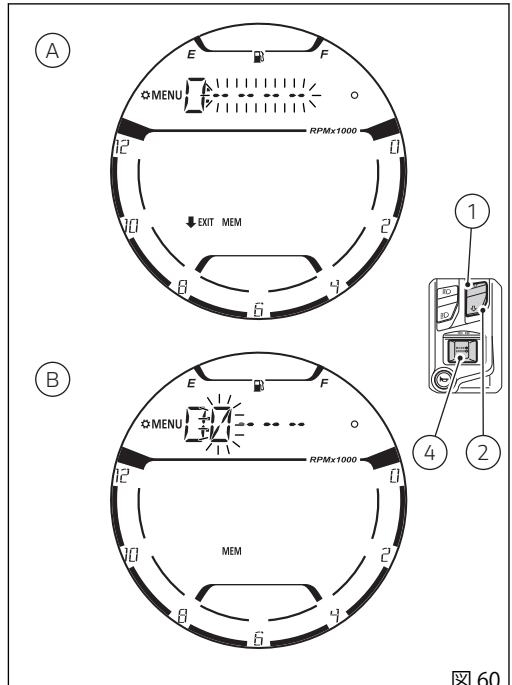

図 60
- PIN CODE が正しくない場合、インストルメントパネルは "ERROR" を 2 秒間点滅表示し、その後旧 PIN CODE を入力する点線 "- - - -" を再び強調表示します (A、図 60)。もう一度 PIN CODE を入力してください。